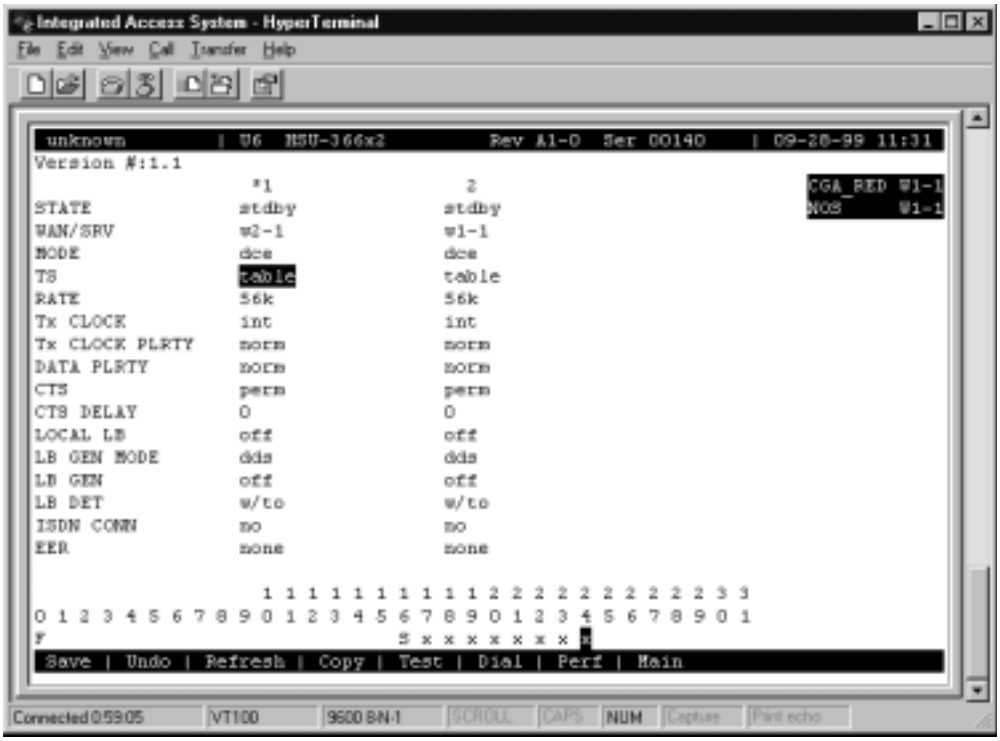
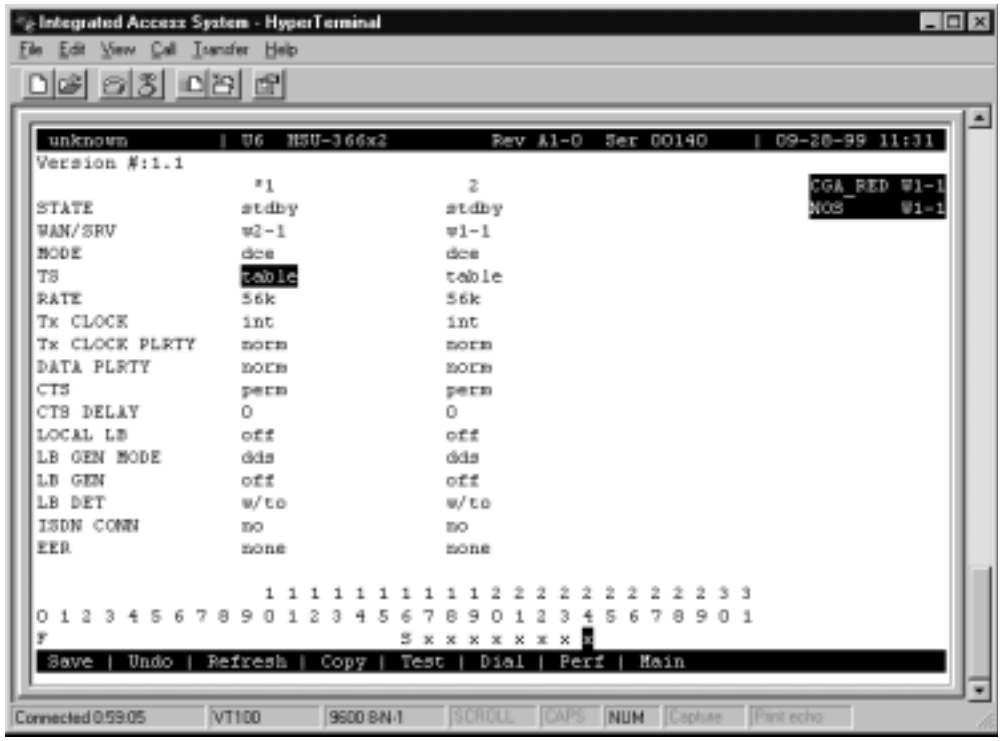

Figure 4-18.Typical HSU Card Time Slot Assignments for T1
Figure 4-19.Typical HSU Card Time Slot Assignments for E1
Figure 4-18 shows the HSU Card Main Screen for the time slot assignment example. Assign time slots to this card as follows:
2. Select the WAN port to which you want to assign the HSU port. In Figure 4-18, this port is **W1-1** (for WAN 1, port 1).
4. Place an "**x**" under each desired time slot, using the space bar to either select or de-select a time slot. Use the right arrow key to move to the next time slot (TS) for selection. Then, press <Enter>. In Figure 4-18 (for T1), the HSU port is assigned eight time slots (9 to 16). In Figure 4-19 (for E1), the HSU port is assigned eight time slots (17 to 24).